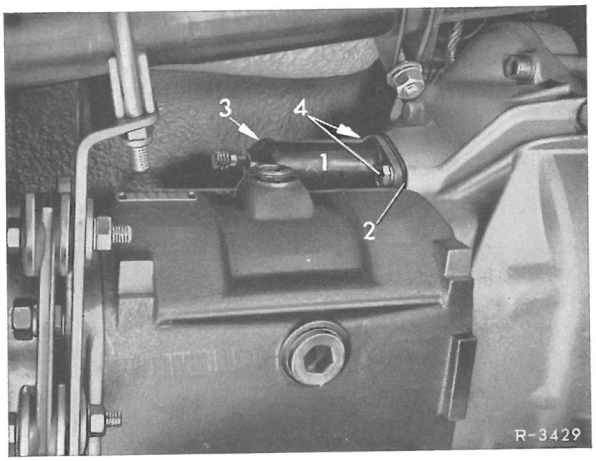

Fig. 29-6/1
1 Trykledning(3) på arbejdscylinder(1) løsnes og skrues af(fig.29-6).
3 Arbejdscylinderen med trykstang tages ud af koblingshuset.Herunder passes på mellemlægsskiven (2)(fig.29-6/1).